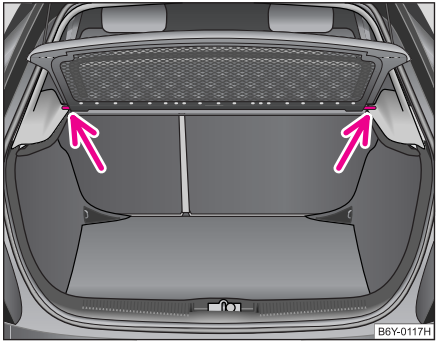

Fig. 59 Demontarea raftului din portbagaj
– Trageți raftul în spate din suporți ⇒ fig. 59.